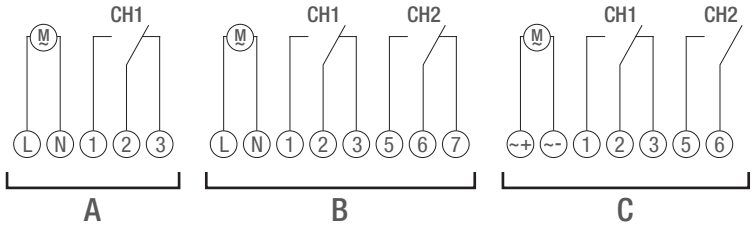

Bild 5: Elschema
3. Anslut kopplingsuret enligt elschemat (Bild 5/A), (Bild 5/B) eller (Bild 5/C).